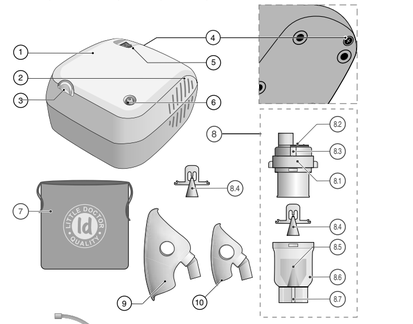

fig. 1 / rys. 1 / 1. ábra / fig. 1 / рис. 1
2. MAIN PARTS AND COMPONENTS (Fig.1)